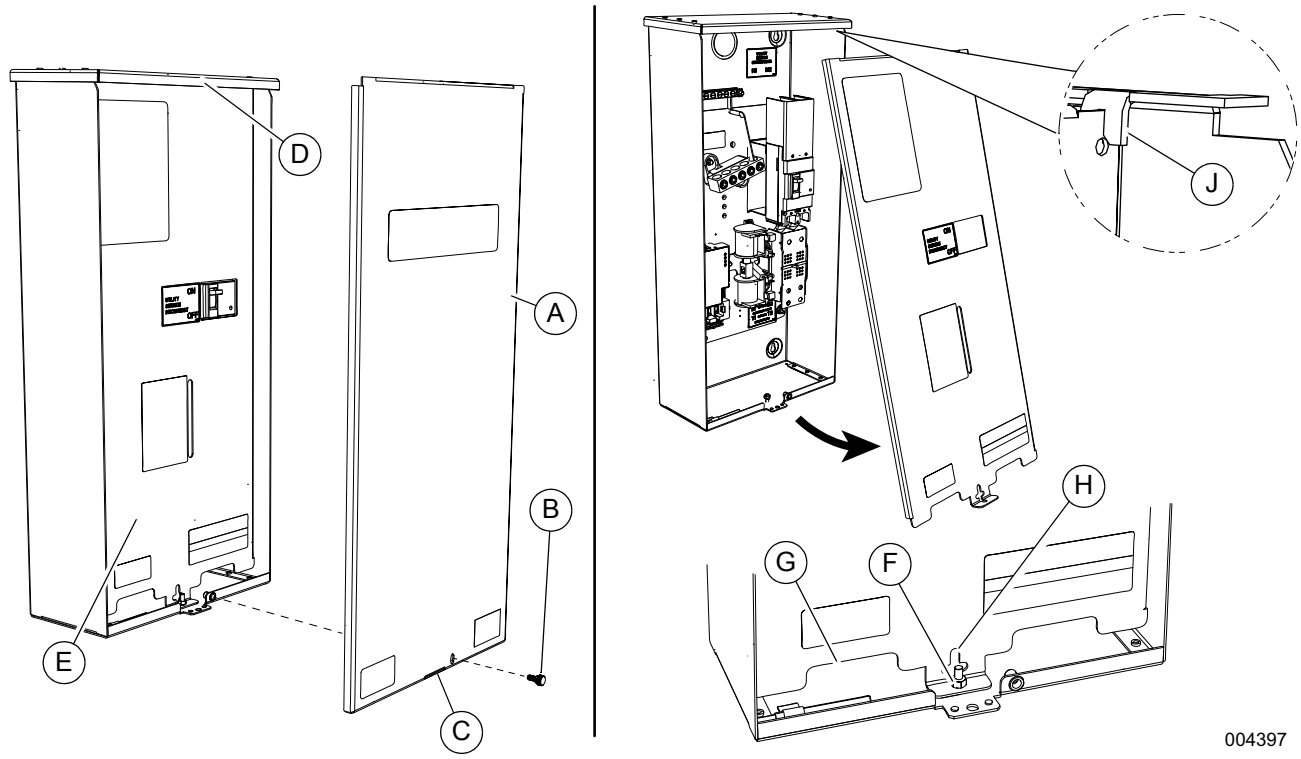

Figure 3-1. Open Enclosure
See ***Figure 3-1***. First, remove outer cover (A):
1. Remove thumb screw (B).
2. Slide slot (C) over retention tab.
3. Lower cover until clear of top flange (D), and pull away from enclosure.